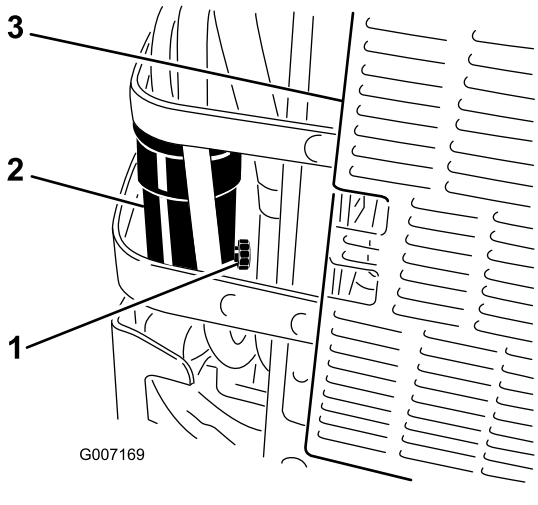

Figur 53
6. Öppna tömningsventilen på vattenseparatorn ungefär ett varv och tappa ur vatten och andra föroreningar (Figur 53).
7. Stäng tömningsventilen när det bara är dieselbränsle som rinner ut (Figur 53).